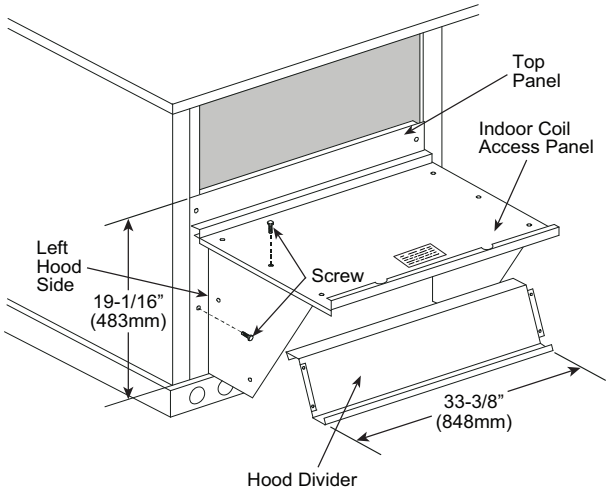

**Fig. 12 — Economizer Hood Construction**
2. Swing out indoor coil access panel and insert the hood sides under the panel (hood top). Use the screws provided to attach the hood sides to the hood top. Use screws provided to attach the hood sides to the unit. See Fig. 12.
4. Insert the hood divider between the hood sides. See Fig. 12 and 13. Secure hood divider with 2 screws on each hood side. The hood divider is also used as the bottom filter rack for the aluminum filter.